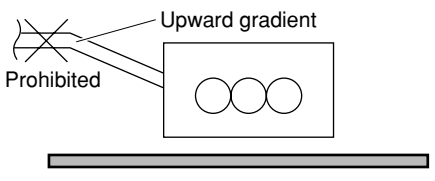

**Fig. 3-67**
- Do not install the pipe with an upward gradient from the connection port. This will cause the drain water to flow backward and leak when the unit is not operating. (Fig. 3-67)